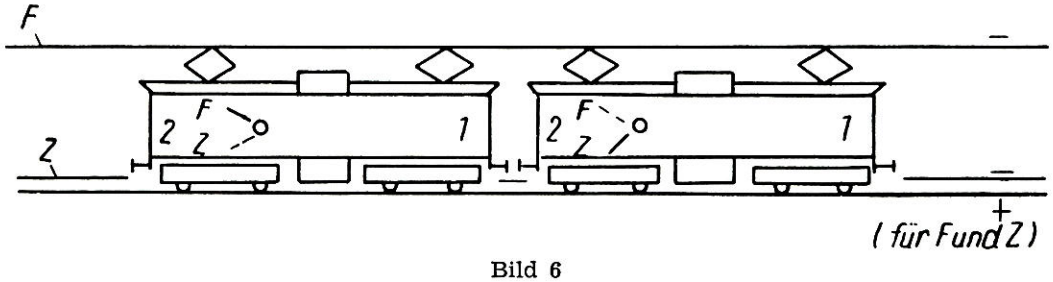

Bild 6
Triebfahrzeuge mit Potential an einer Seite können auch dann Spitze an Heck gekuppelt werden, wenn das eine auf Zweischienenbetrieb (Z), das andere auf Fahrleitungsbetrieb (F) geschaltet ist (Bild 6).